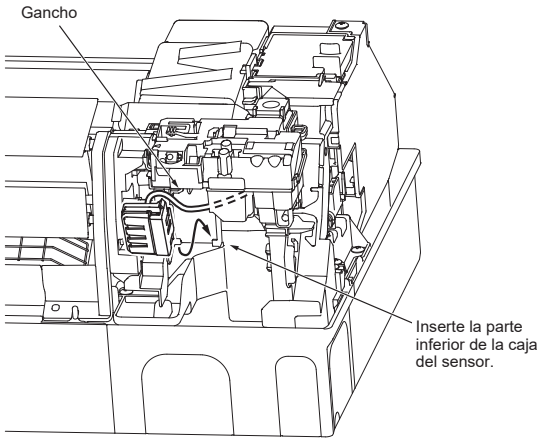

Fig. 3
4) Inserte el sensor de refrigerante en la dirección de la flecha y fíjelo con el gancho. (Fig. 3)